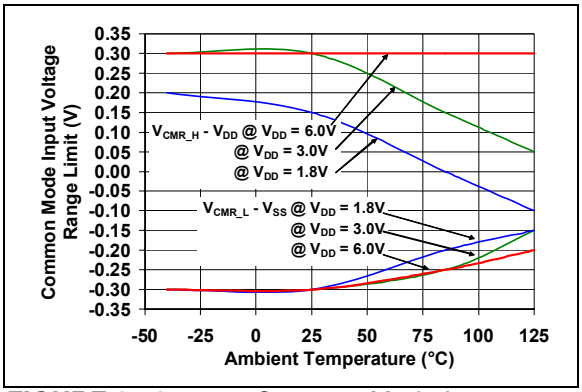

***FIGURE 2-13:*** *Common Mode Input Voltage Range Limit vs. Ambient Temperature.*
**Note 1:** Figure 2-13 shows how $V_{CMR}$ changed across temperature.